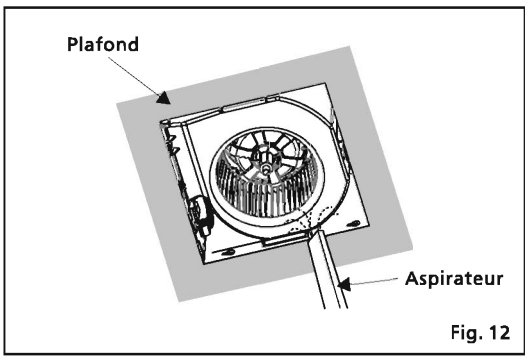

Fig. 12
3. Avec un aspirateur, retirez toute accumulation de poussière et de saleté sur le boîtier du ventilateur. (Voir Fig. 12)